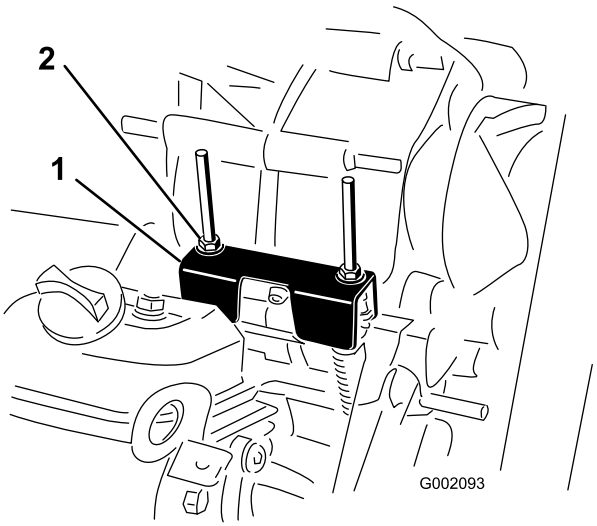

Figur 48
Når man utfører rutinemessig vedlikehold og/eller motordiagnostistikk, må transakselen flyttes til fri (Figur 48). Kjøretøyet har en fri-posisjon på girspaken som kontrollerer nøytralen i transakselen. Du bør gjennomføre følgende tiltak for at frigirspaken skal bruke nøytralen i transakselen på riktig måte:
2. Påse at den nøytrale braketten er i nøytral stilling (på nivå med kabelmonteringsbraketten under girbraketten) ved å dreie drivclutchen (Figur 48).
3. Vri en av låsemutrene (Figur 48) for å få en avstand på 0,762 til 1,524 mm mellom bunnen av mutter/skive og nøytral brakett.